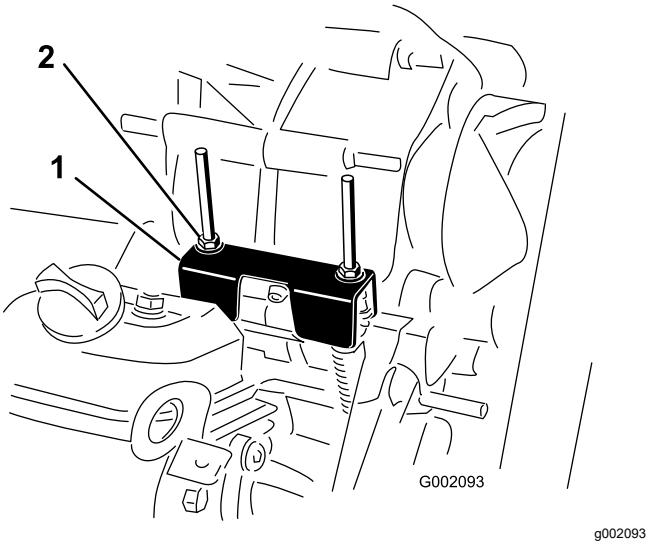

Figur 62
Vid rutinunderhåll och/eller motordiagnostik måste växeln läggas i NEUTRALLÄGET (Figur 62). Maskinens växelspak har ett NEUTRALLÄGE som styr neutralläget i växellådan. Följande åtgärder bör vidtas för att försäkra att neutrallägesspaken driver växellådans neutralläge korrekt:
2. Kontrollera att neutrallägesfästet är i NEUTRALLÄGET (i höjd med kabelfästet som sitter under växelfästet) genom att vrida på drivkopplingen (Figur 62).
3. Vrid en av låsmuttrarna (Figur 62) för att få ett avstånd på 0,762 till 1,524 mm mellan nederkanten av muttern/brickan och neutrallägets fäste.